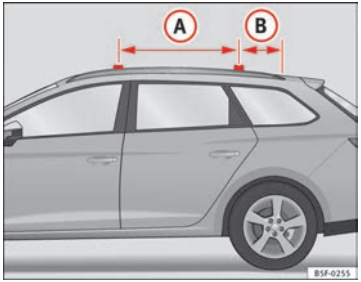

Fig. 112 Roof side bar: areas for securing cross bars.
The cross bars are fitted to the roof's side bars. The distance between the cross bars ⇒ Fig. 112 (A) should be between 70 and 80 cm. The distance from the rear cross bar (B) to the roof antenna should be at least 20 cm.